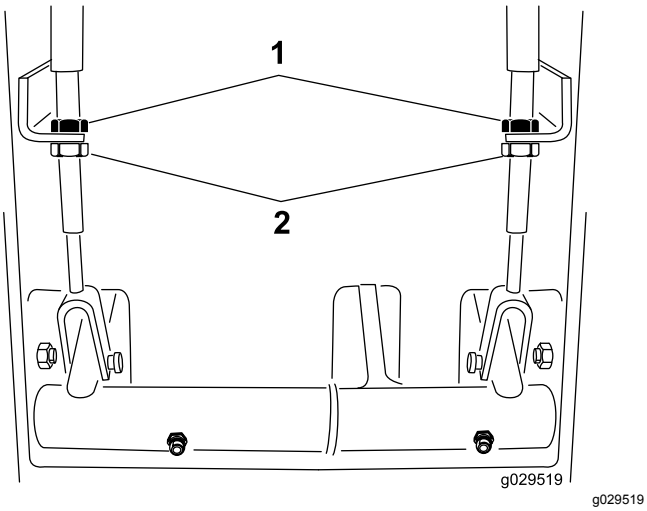

Figur 71
2. Minska bromspedalernas rörelseavstånd genom att lossa de främre kontramuttrarna på bromskabelns gängade ände (Figur 71).